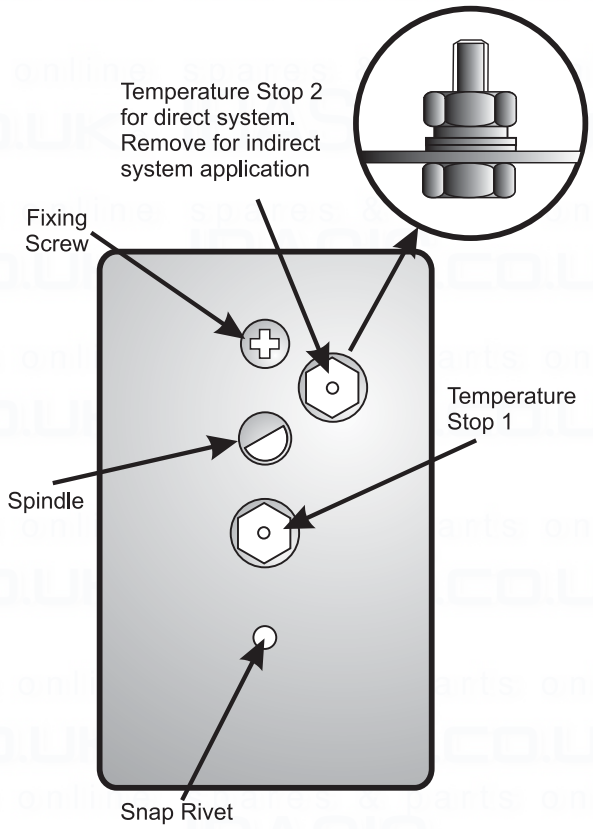

**FIGURE 9.**
**NOTE:** The circulator thermostat is factory set to provide a temperature range of 50˚C to 82˚C. The temperature is increased by rotating the thermostat knob clockwise and temperature stop 2 MUST be left in position (see figure 9) if the circulator is used in a direct application, ensuring a maximum temperature of 60˚C. For indirect applications, remove temperature stop 2.